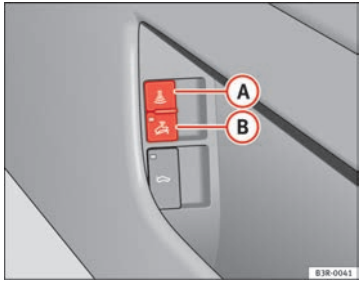

Fig. 79 Interior monitoring switch
– Open the door and pull out the switch (A) (with the symbol) to one side of the storage compartment, in the driver door ⇒ fig. 79.
– Open the door and pull out switch (B) (with the symbol) to one side of the storage compartment, in the driver door ⇒ fig. 79.